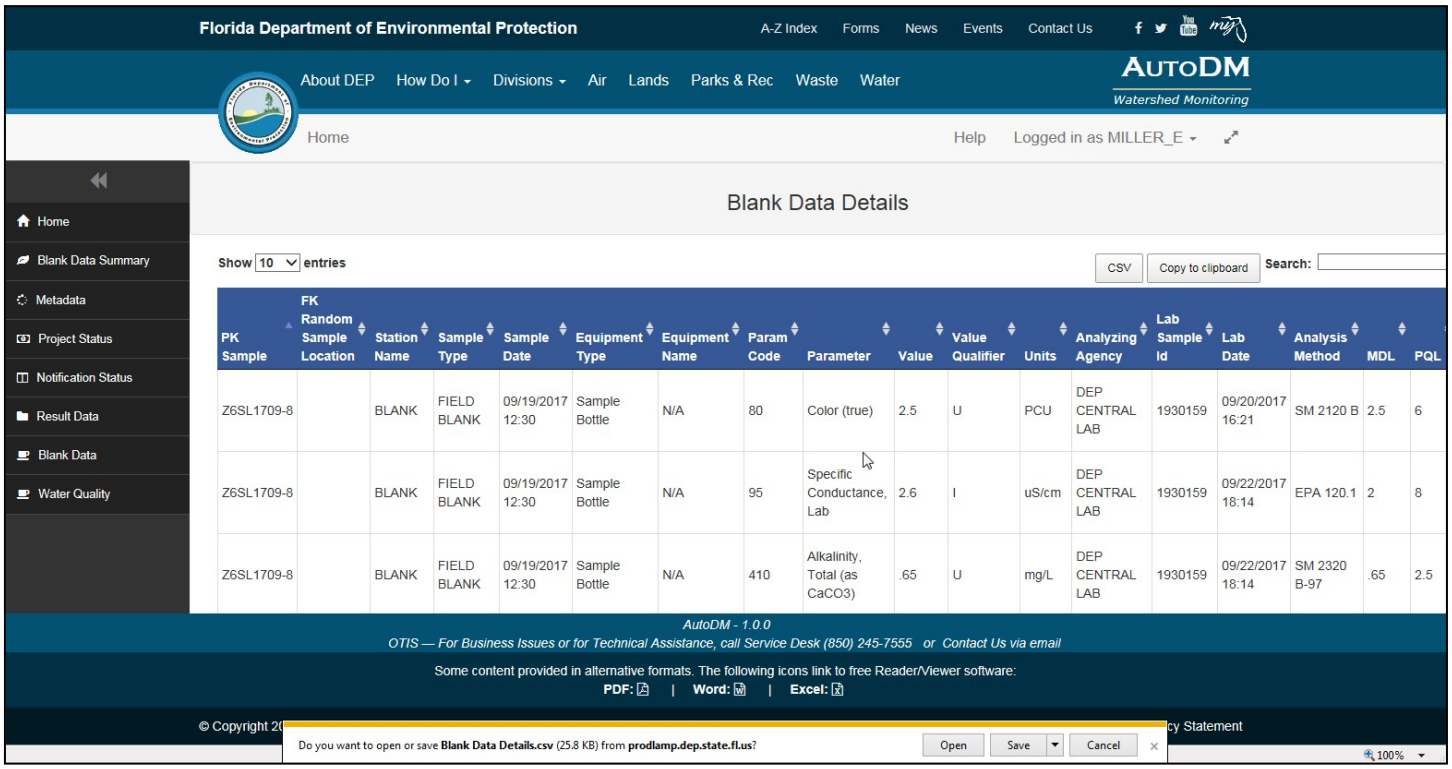

Figure 31. Screenshot of a Blank Data report. Data from project Z6SL1709 is shown as an example.
6. ***Blank Data:*** This tool generates a report that lists the data available for all field collected blanks in the selected project. Each row in the report contains the data from one analyte for one blank (**Figure 31**). The Project Manager should use this report to look for any issues with the data. If errors are present, a data correction request should be generated and emailed to the Data Manager. To generate the report in the ADM Oracle Forms interface, click the **Blank Data** button. The web browser window will display the data in the AutoDM PHP report interface if that interface has already been opened and logged in to. If the AutoDM interface has not been opened and logged in to, the **Blank Data** button will launch the AutoDM interface. Log in as described in the LOGON SCREEN & WEB BROWSER section of this document, and search for the desired project as described in the SEARCHING FOR PROJECT INFORMATION section of this document. This report can be opened as a .csv file using the AutoDM 'CSV' button or copied using the 'Copy to clipboard' button and pasted into text-editing software or Excel. If using the 'CSV' button, a dialogue box will open at the bottom of the screen prompting the user to open or save the file. The file can then be opened and saved as an Excel file to the desired network or local drive.